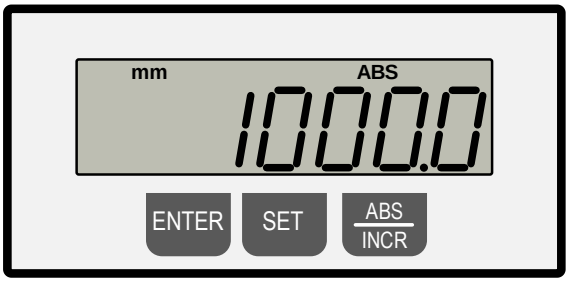

Abbildung 61: Beispiel für hinterlegtes Referenzmaß
- Die Tasten **ENTER** + **SET** gleichzeitig gedrückt halten → Das in der Anzeige hinterlegte Referenzmaß erscheint. In unserem Beispiel ist es der Wert „**1000,0 mm**“ (siehe ⇨ Abbildung 61).
- Die Einstellung ist abgeschlossen (siehe ⇨ Abbildung 61).
Zur Kontrolle die Tasten **ENTER + SET** gleichzeitig gedrückt halten → Das neue Eichmaß „1150,0 mm“ erscheint im Normalbetrieb (siehe ⇨ Abbildung 61).